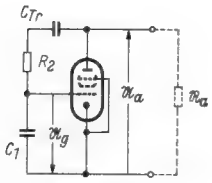

Bild 5. Rückwirkung der Anodenwechselspannung auf das Gitter; C_{tr} = Trennkondensator
a) Reihenschaltung (nach Bild 5)